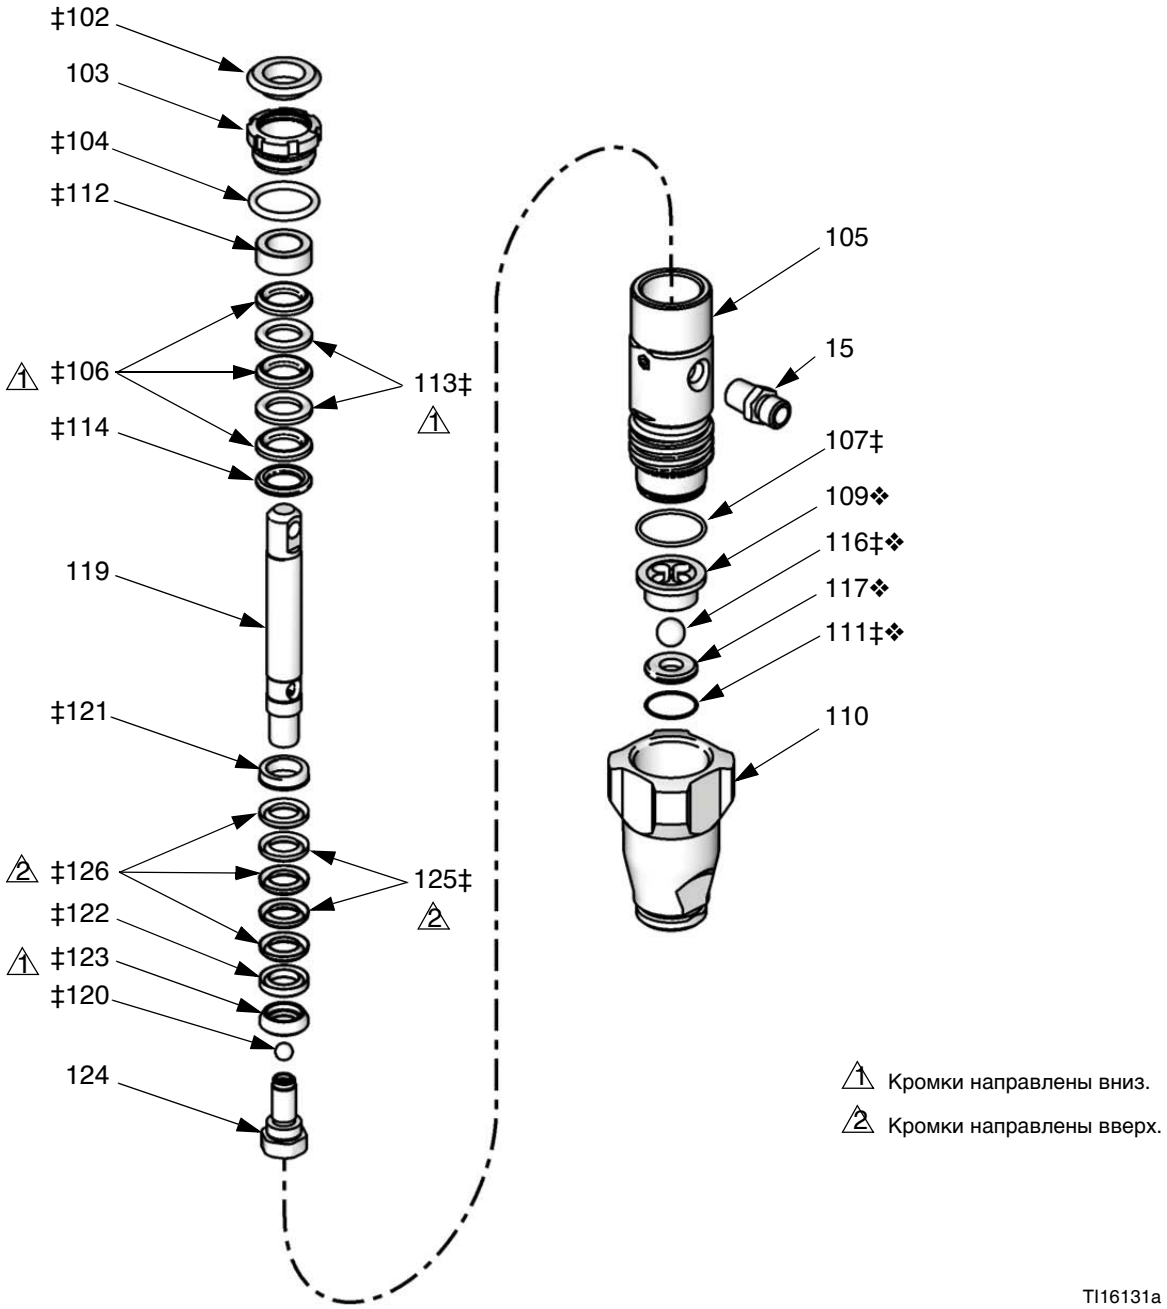

Рис. 7. Поршневой насос
4. Извлеките корпус впускного клапана (110). См. Рис. 7.
5. Очистите или замените шариковую направляющую (109), шарик (116), седло (117) и уплотнительное кольцо (111).
6. Установите уплотнительное кольцо (111‡), седло (117), шарик впускного клапана (116‡) и шариковую направляющую (109) в корпус впускного клапана (110).
7. Навинтите корпус впускного клапана (110) на цилиндр (105). Затягивать следует с усилием 70—80 футо-фунтов (95—108 Н•м).
1. См. Рис. 7. Ослабьте герметизирующую гайку (103) с помощью отвертки и молотка. Снимите уплотнительное кольцо (104).
2. Выкрутите цилиндр (105) из корпуса впускного клапана (110). Вместе с цилиндром из корпуса вынимаются шток и узел поршня.
3. Извлеките шариковую направляющую (109), шарик впускного клапана (116), седло (117) и уплотнительное кольцо (111) из корпуса впускного клапана (110).
4. Вытащите из нижней части цилиндра шток и узел поршня. Извлеките из цилиндра уплотнительное кольцо (107).
6. Зажмите шток (119) в тисках и выверните поршень (124). Не уроните шарик поршня (120). Снимите с поршня уплотнения.